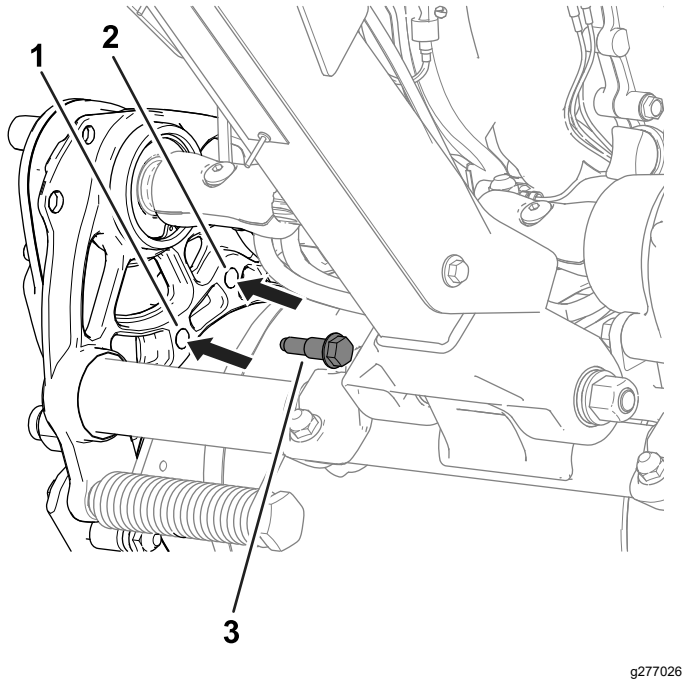

Rysunek 19
2. Wykręć śruby stopniowane (Rysunek 19) mocujące obudowę napędu bębna do ramy po obu stronach maszyny.
4. Wykorzystując wykręcone wcześniej śruby stopniowane zamocuj obudowę napędu do ramy (Rysunek 19).